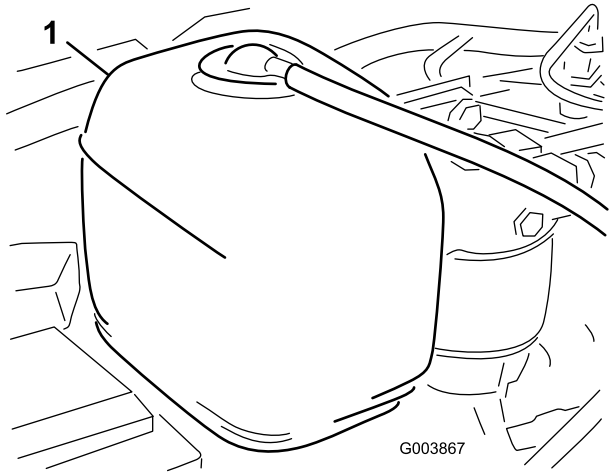

Figur 25
1. Kontroller kjølemiddelnivået i ekspansjonstanken (Figur 25).